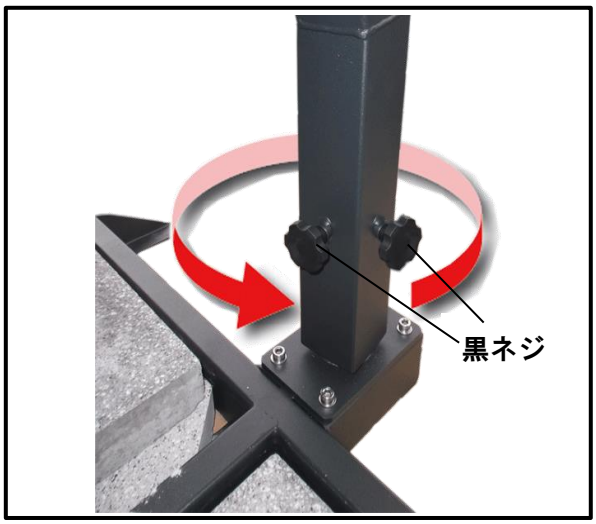

図.12
① 回転操作を行う場合にはパラソルを閉じて下さい。
② 主柱部の黒ネジ大（i）を２か所緩めます。（図.12）
③ 主柱（D）をしっかり持ち、任意の位置まで回転させ、①で緩めた黒ネジ大（i）２ヶ所をしっかりと締めます。